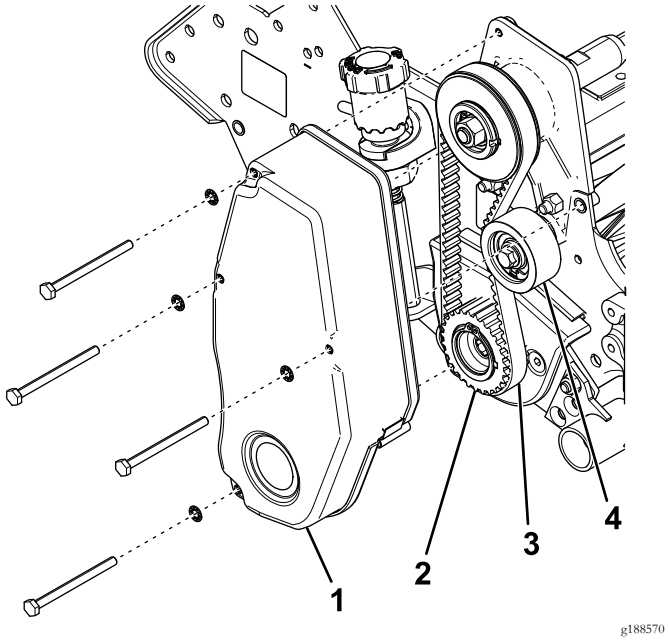

Figur 9
1. Fjern spoledrivsremdekselet fra sideplaten (Figur 9).
2. Løsne lederullen, og fjern spoledrivremmen (Figur 9).
3. Fjern drivremskiven fra spoleakselen (Figur 9).